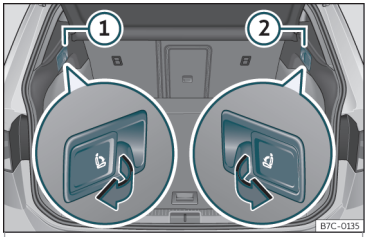

Fig. 108 În portbagaj: manete pentru deblocarea* părții din stânga ① și a părții din dreapta ② a spătarului banchetei din spate.
• Pentru a rabata partea respectivă a spătarului, trageți maneta de deblocare››› **fig. 108** a acestuia.